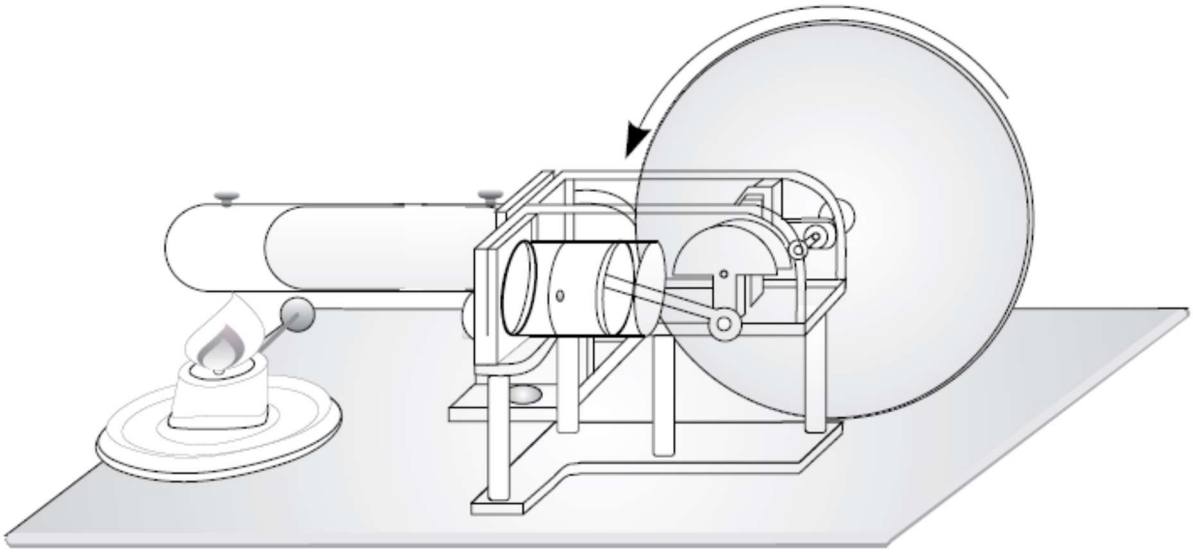

Fig. 2 Der Stirlingmotor als Wärmekraftmaschine
- Verdrängerkolben in die hinterste Position bringen und nach kurzer Erwärmungszeit (ca. 1 bis 2 Minuten) Schwungrad durch leichtes Anschieben in Uhrzeigersinn (aus Blickrichtung Motor-Generator-Einheit) in Bewegung versetzen (siehe Fig. 2).